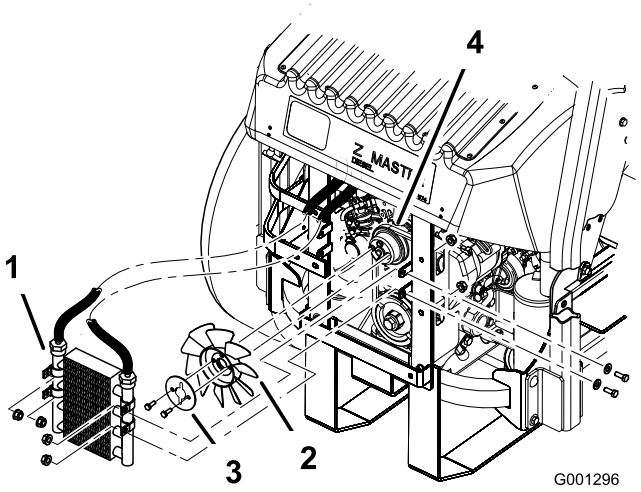

Figuur 67
5. Verwijder de 4 bouten waarmee de oliekoeler vastzit en leg de oliekoeler opzij (Figuur 67).
6. Verwijder de 2 bouten waarmee de ventilator en de ventilatorplaat zijn bevestigd aan de machine (Figuur 67).
10. Monteer de ventilator en de ventilatorplaat op de machine met de 2 bouten die u eerder hebt verwijderd (Figuur 67).
11. Monteer de oliekoeler met de 4 bouten die u eerder hebt verwijderd (Figuur 67).